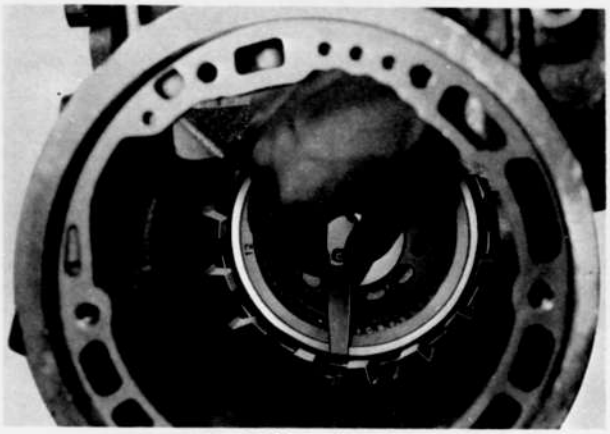

Fig. 7A–28 Measuring clearance
5. Check the operation of the low and reverse brake by blowing air into the oil hole as shown in Fig. 7A–26.